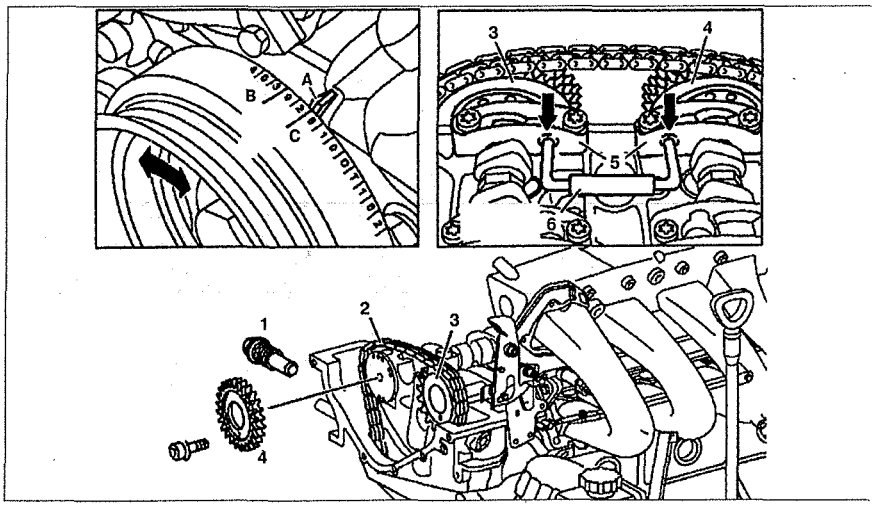

Рис. 2.27. Регулировка положения распределительных валов:
7. Снимите натяжитель цепи **1** (см. рис.2.27).